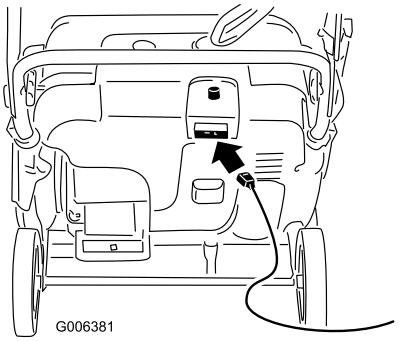
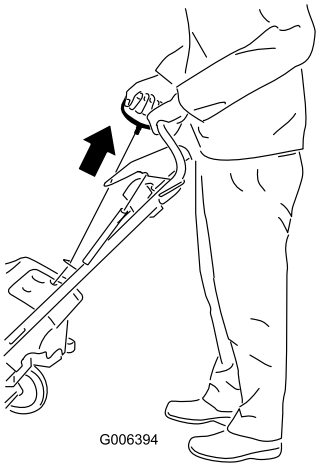

Figur 14
Figur 15
4. Anslut en förlängningssladd till en strömkälla och snöslungan och tryck på den elektriska startknappen (endast modell 38571) (Figur 14) eller dra i startsnörets handtag (Figur 15).